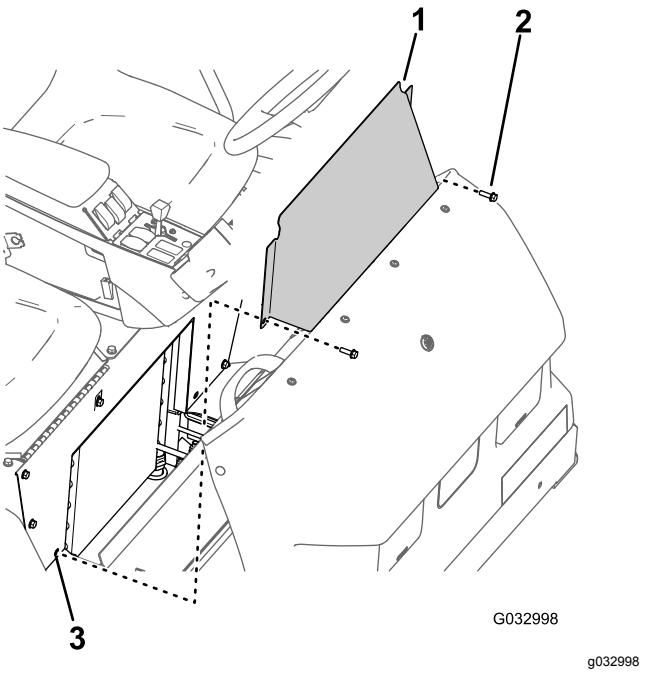

Figuur 61
1. Verwijder de 2 flenskopbouten waarmee het inspectieluik van de stoelbasis bevestigd is aan de stoelbasis (Figuur 61).
2. Verwijder het inspectieluik van de stoelbasis van de machine (Figuur 61).
1. Lijn de openingen in het inspectieluik van de stoelbasis uit met de openingen in de stoelbasis (Figuur 61).
2. Monteer het inspectieluik van de stoelbasis op de stoelbasis; gebruik hierbij de 2 flenskopbouten (Figuur 61) die u verwijderd hebt in stap 1 in Het inspectieluik van de stoelbasis verwijderen (bladz. 54).